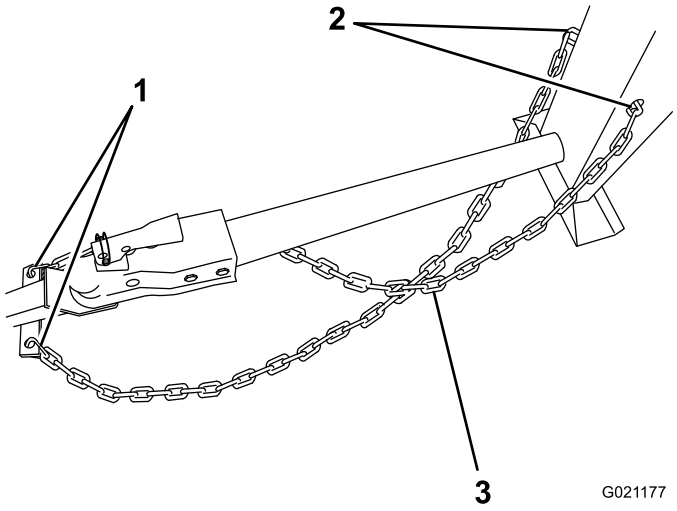

Figure 23
1. Tirez la chaîne de sécurité à travers les trous allongés situés dans le montant avant de la machine, en laissant la même longueur de chaîne de chaque côté (Figure 23).